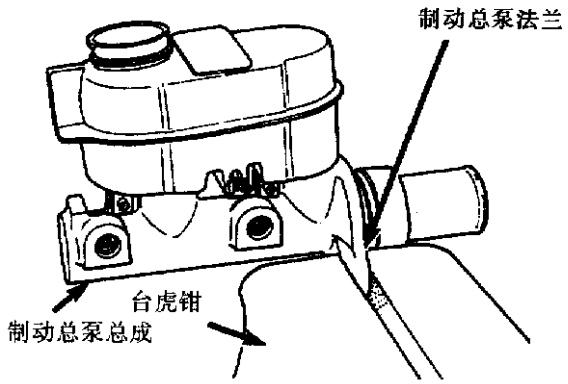

图 10－26　放液软管安装在制动总泵上
(2)连接排气管，并用专用工具 6920 安装到制动主缸上(图 10－27)。当储液罐加注到适当液位时，使排气管出口处于制动液表面以下。